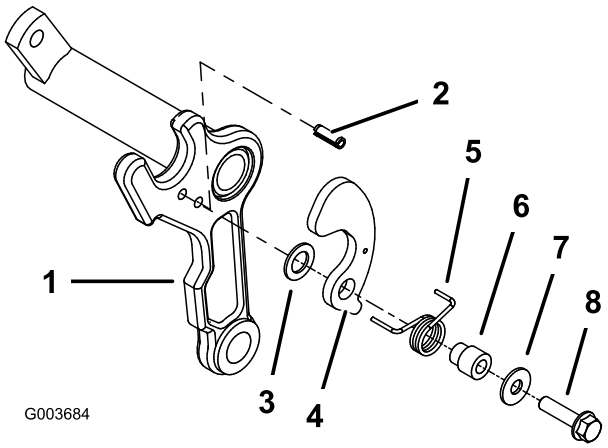

Figuur 6
6. Monteer een rolpen in het onderste gat aan de juiste zijde van het draagframe van elk maaidek (Figuur 6).
7. Aan de zijde van het draagframe waar u de rolpen hebt aangebracht, monteert u een kunststof ring en een mandbeugel, torsieveer, mandkraag, platte ring (0,344 x 0,875) en bout (5/16 x 1-1/4 inches) (Figuur 6). Leg het lange pootje van de veer omheen de voorzijde van het draagframe en steek het korte achterste pootje van de veer in het gat van de mandbeugel.